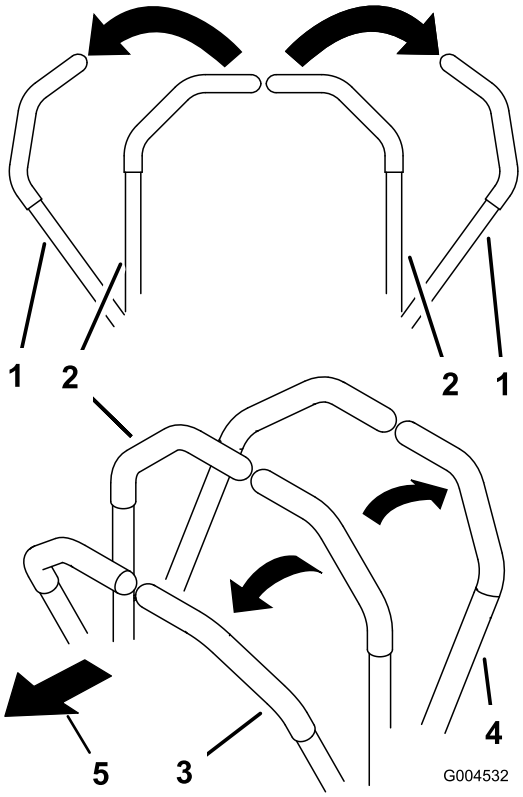

**Figur 18**
1. Flytt bevegelseskontrollspakene (Figur 18) ut av den NØYTRALE LÅSESTILLINGEN.
3. Skyv kontrollspakene forsiktig forover for å kjøre fremover (Figur 18).
Legg likt trykk på begge kontrollspakene for å kjøre rett fram (Figur 18).
Når du skal svinge, flytter du bevegelseskontrollspaken mot nøytral i den retningen du ønsker å svinge (Figur 18).
2. Skyv bevegelseskontrollspakene forsiktig bakover for å gå bakover (Figur 18).
Når du skal svinge reduserer du trykket på kontrollspaken i den retningen du ønsker å svinge (Figur 18).